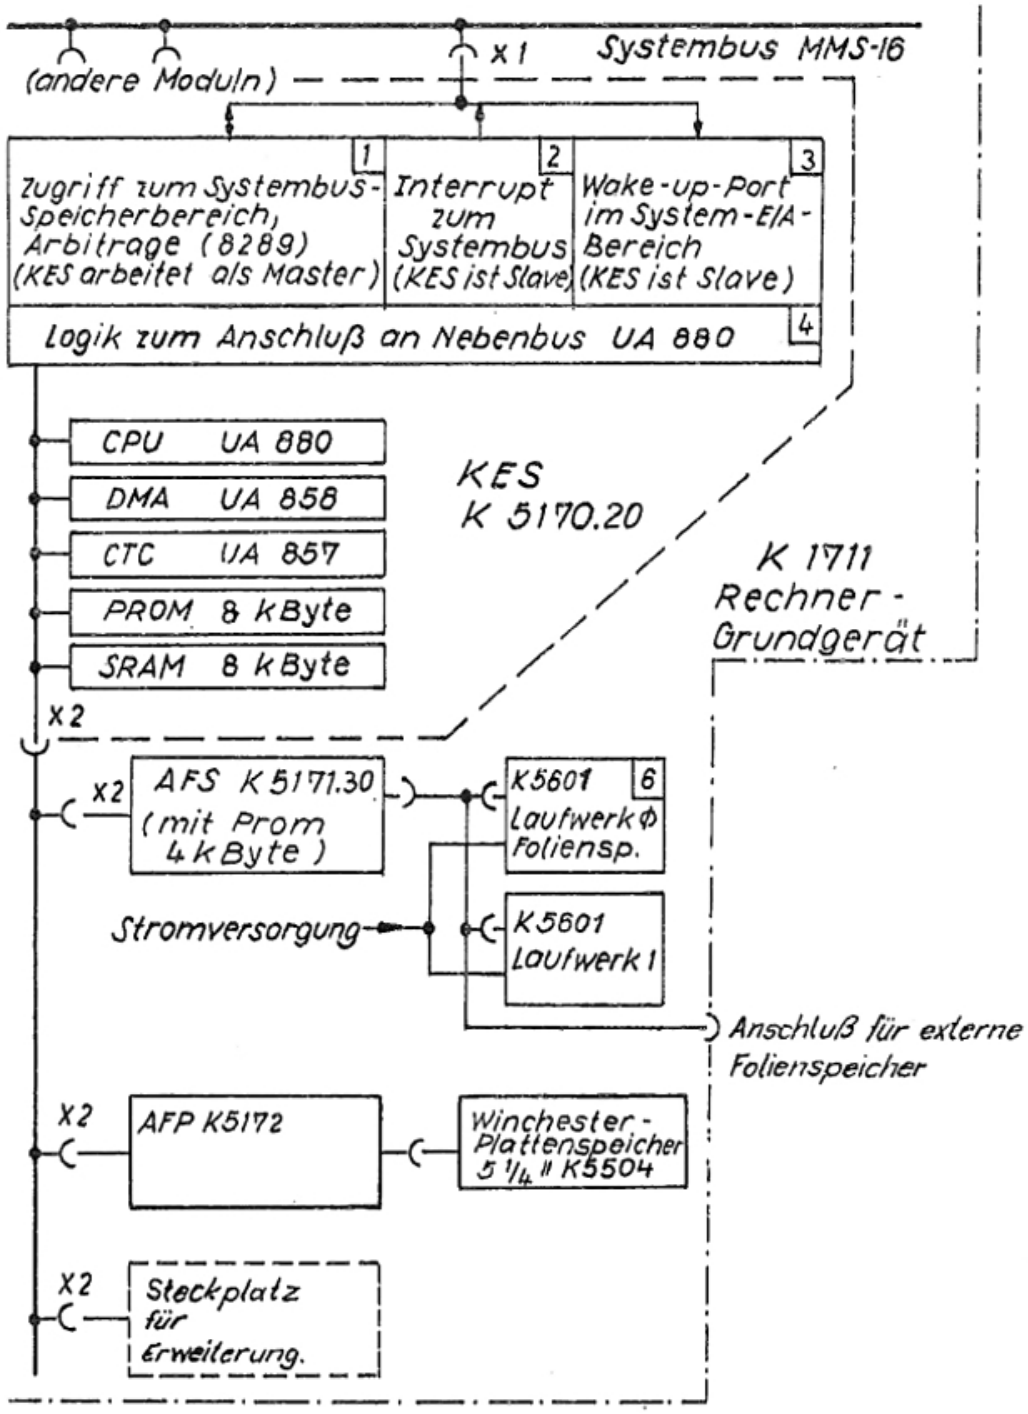

Bild 1.6.-2 : Externspeicher-Subsystem KES, AFS, AFP
1.6.4.1. Hardware des UA 880-Systems (siehe Bild 1.6.-2)